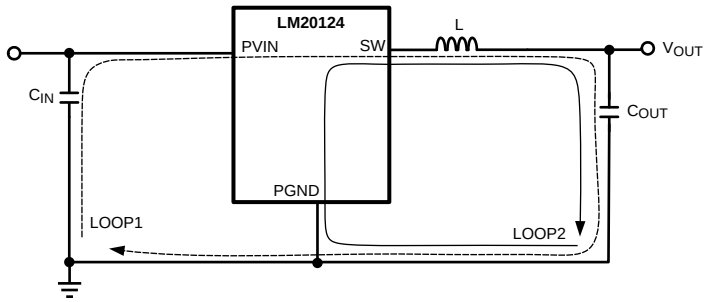

Figure 33. Schematic of LM20124 Highlighting Layout Sensitive Nodes
1. Minimize area of switched current loops. In a buck regulator there are two loops where currents are switched very fast. The first loop starts from the input capacitor, to the regulator VIN pin, to the regulator SW pin, to the inductor then out to the output capacitor and load. The second loop starts from the output capacitor ground, to the regulator PGND pins, to the inductor and then out to the load (see Figure 33). To minimize both loop areas the input capacitor should be placed as close as possible to the PVIN pin. Grounding for both the input and output capacitor should consist of a small localized top side plane that connects to PGND and the die attach pad (DAP). The inductor should be placed as close as possible to the SW pin and output capacitor.